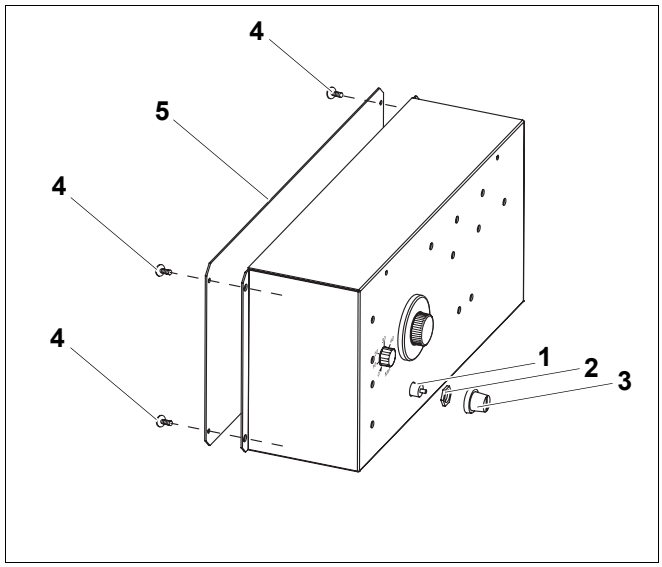

Rys. 78 Sterownik dodatkowy HT3101E
- Wykręcić śruby (rys. 78, **poz. 4**) mocujące pokrywę obudowy (rys. 78, **poz. 5**).
- Zdjąć pokrywę obudowy (rys. 78, **poz. 5**).
- Odkręcić kapturek ochronny (rys. 78, **poz. 3**).
- Odkręcić nakrętkę mocującą ogranicznik temperatury maksymalnej STB (rys. 78, **poz. 2**).